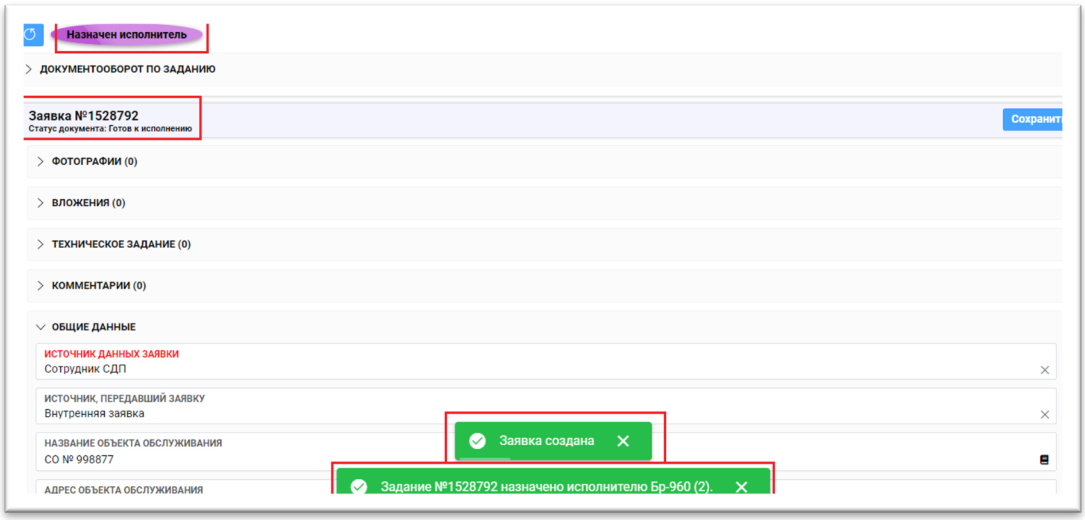

Рисунок 34 - Создание заявки
5.10. Заявка успешно создана и назначен исполнитель. (Рис. 34).